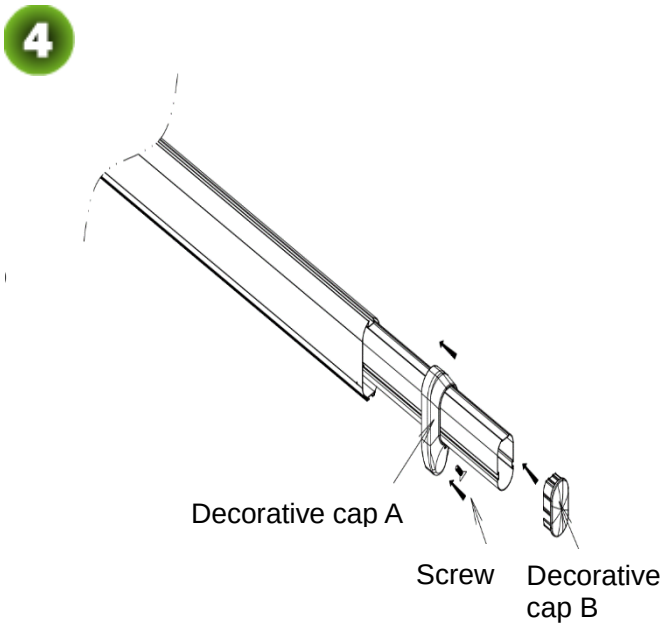

Figure 2-4D
5) Install decorative cap on the expansion boom, as shown in Figure 2-4D.